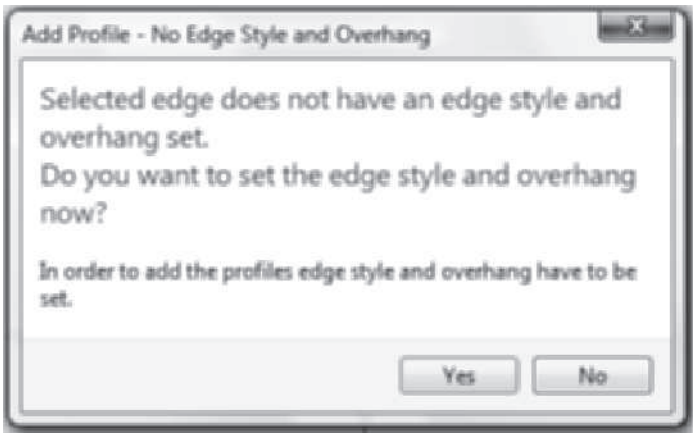

FIGURE 7.57 *Add Profile – No Edge Style message box*
2. Select a roof slab edge. If no roof slab edge style and overhang are defined for the edge, you are prompted to **Set the edge style** in the **Add Profile – No Edge Style** dialog box shown in Figure 7.57. If you choose **No**, the command will end. If you choose **Yes**, the Edit Roof Slab Edges dialog box opens.